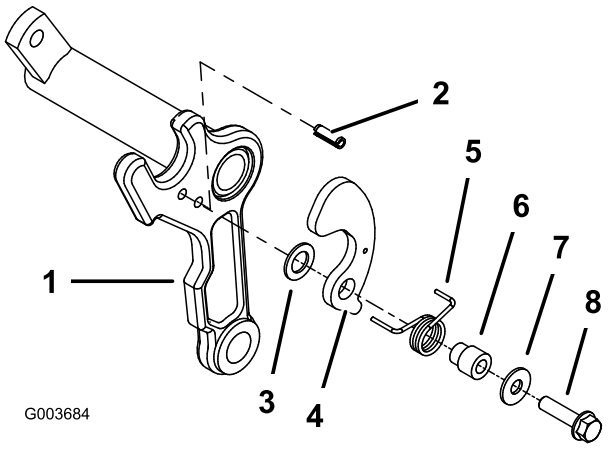

Figura 6
6. Coloque um pino de segurança no orifício inferior na parte lateral adequada de cada estrutura de carroçaria da unidade de corte (Figura 6).
7. No lado da estrutura da carroçaria em que está instalado o pino de segurança, monte uma anilha plástica, suporte do cesto, mola de torção, anel do cesto, anilha plana (0,344 x 0,875) e parafuso (5/16 x 1-1/4 pol.) (Figura 6). Posicione a perna mais comprida da mola em redor da parte da frente da estrutura da carroçaria e insira a perna mais curta, traseira, no furo no suporte do cesto.